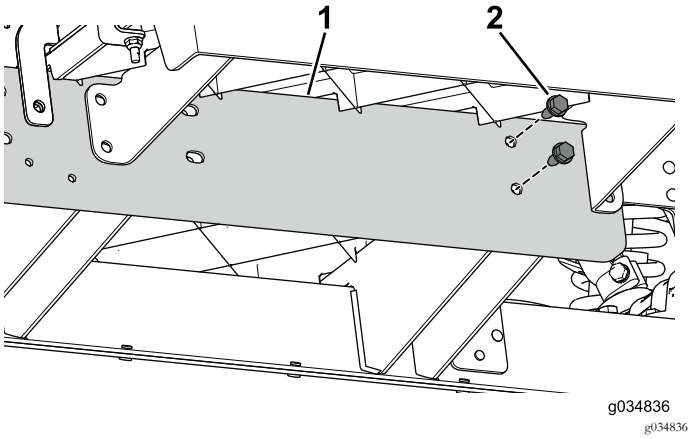

Figure 71
3. Servez-vous des 2 boulons (5/16" x ¾") pour monter, sans le serrer, le longeron d'extension sur le profilé central de la section avant de la machine (Figure 71).